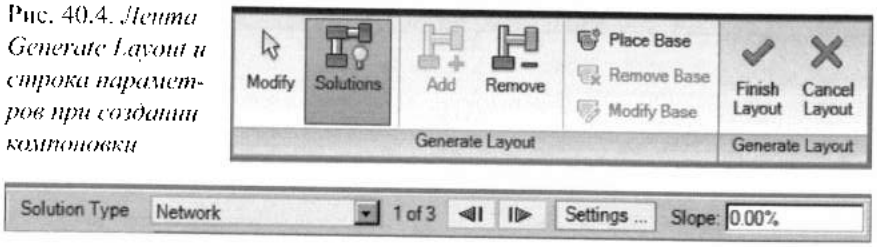

Рис. 40.4. *Лента Generate Layout и строка параметров при создании компоновки*
2. На ленте в разделе **Layout** (Компоновка) выбрать команду **Generate Layout** (Сформировать компоновку). Произойдет переключение на одноименную ленту (рис. 40.4).